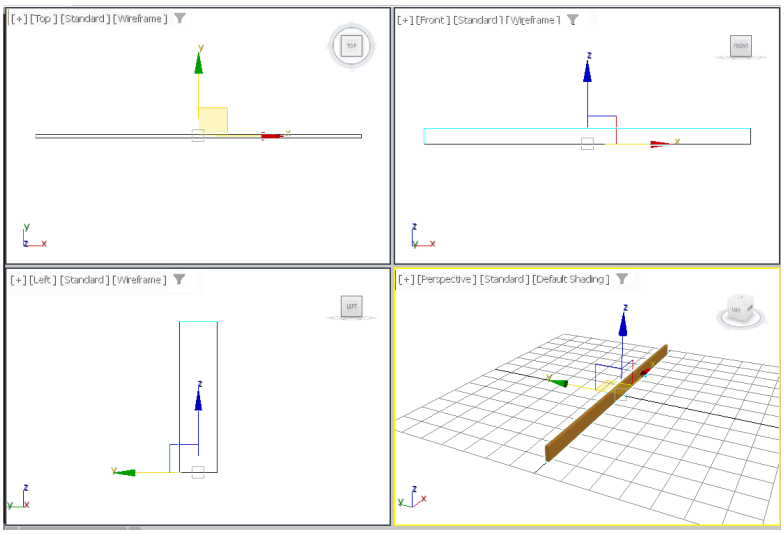

Figure 2-68 *A box created*
3. Choose the **Create** button from the **Keyboard Entry** rollout; a box is created in the viewports, refer to Figure 2-68.